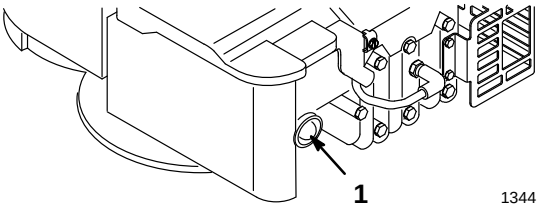

**Figure 9**
2. Push the primer three times, waiting two seconds between each push (Fig. 9).